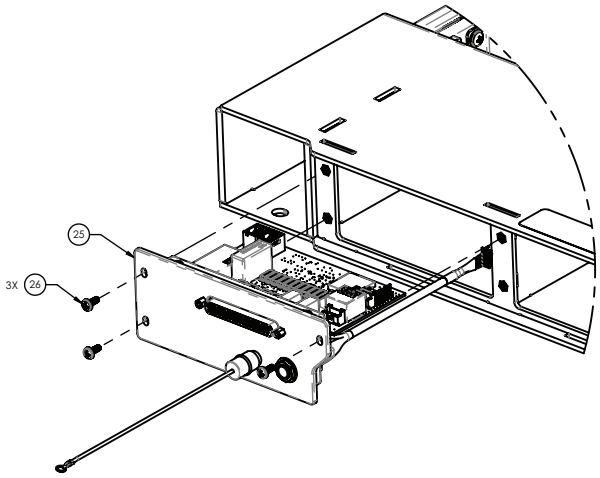

Figure 25 – Remplacement de PSI
6. À l’aide d’un tournevis cruciforme n° 2, retirer et conserver les trois vis (26) qui fixent l’ensemble de carte PSI (25) au châssis du plan de couchage et tirer l’ensemble PSI vers l’extérieur (Figure 25).